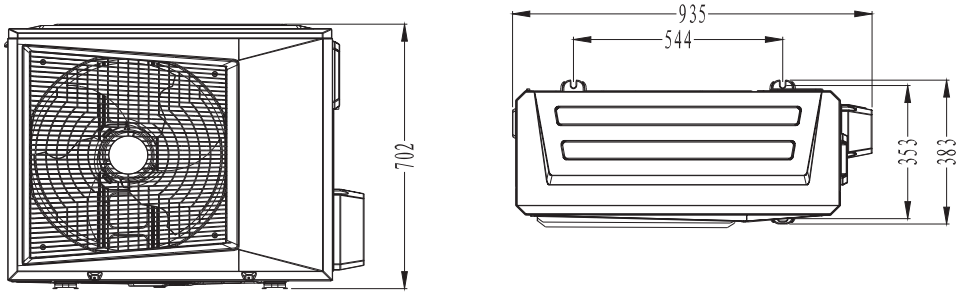

Рис. 3-3. Розміри зовнішнього блока
3) Рис. 3-3 застосовується для моделей потужністю 8 кВт